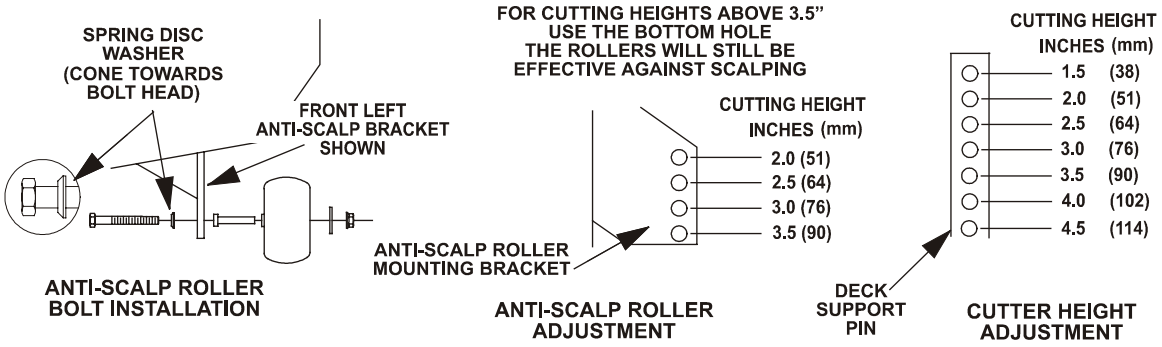

FIGURE 6
b) Install hairpin clips in the holes shown in Figure 6 for the desired cutting height.
c) Adjust anti-scalp rollers for Normal Operating Conditions. Place rollers in one of the positions shown in Figure 6. Rollers will maintain 3/4 in. (19 mm) clearance to the ground to minimize gouging and roller wear or damage.
d) When operating in extremely rough conditions it may be necessary to position the anti-scalp rollers one or two holes higher than described in "b" to prevent damage to the rollers and/or bolt failure (See Figure 6).
d) The Neutral Centering Device is located on the right-hand underside of the engine deck. Loosen jam nut (d) from the ball joint which connects the override assembly (f), to the engine deck anchor mounting (See Figure 6).